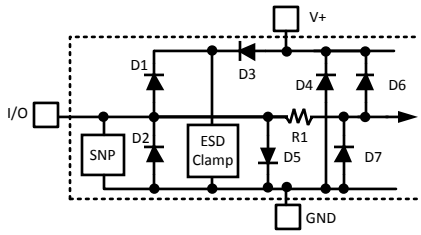

Figure 3. ESD Protection Input Structure
(1) Absolute Maximum Ratings indicate limits beyond which damage to the device may occur. DC and AC electrical specifications do not apply when operating the device beyond its rated operating conditions.
(2) When the input voltage (V_I) at any pin exceeds the power supplies (V_I < GND or V_I > V_{DD}), the current at that pin should be limited to 5 mA. Parasitic components and or ESD protection circuitry are shown in Figure 3 below for the LM95221's pins. The nominal breakdown voltage of D4 is 6.5 V. Care should be taken not to forward bias the parasitic diode, D1, present on pins: D1+, D2+, D1−, D2−. Doing so by more than 50 mV may corrupt the temperature measurements.
(3) See the URL "http://www.ti.com/packaging/" for other recommendations and methods of soldering surface mount devices.
(4) Human body model, 100pF discharged through a 1.5kΩ resistor. Machine model, 200pF discharged directly into each pin.